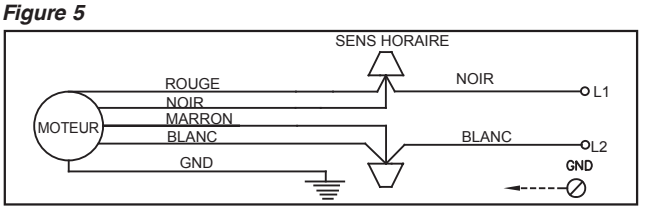

Figure 6
13. Si un interrupteur d'inversion ou de contrôle de vitesse à distance doit être utilisé, référez-vous au Manuel d'instructions inclus avec ce contrôleur pour une installation et un câblage appropriés. Référez-vous aux Figures 6 et 7 pour une installation et un câblage appropriés si aucun interrupteur d'inversion ou de contrôle de vitesse à distance ne doit être utilisé.